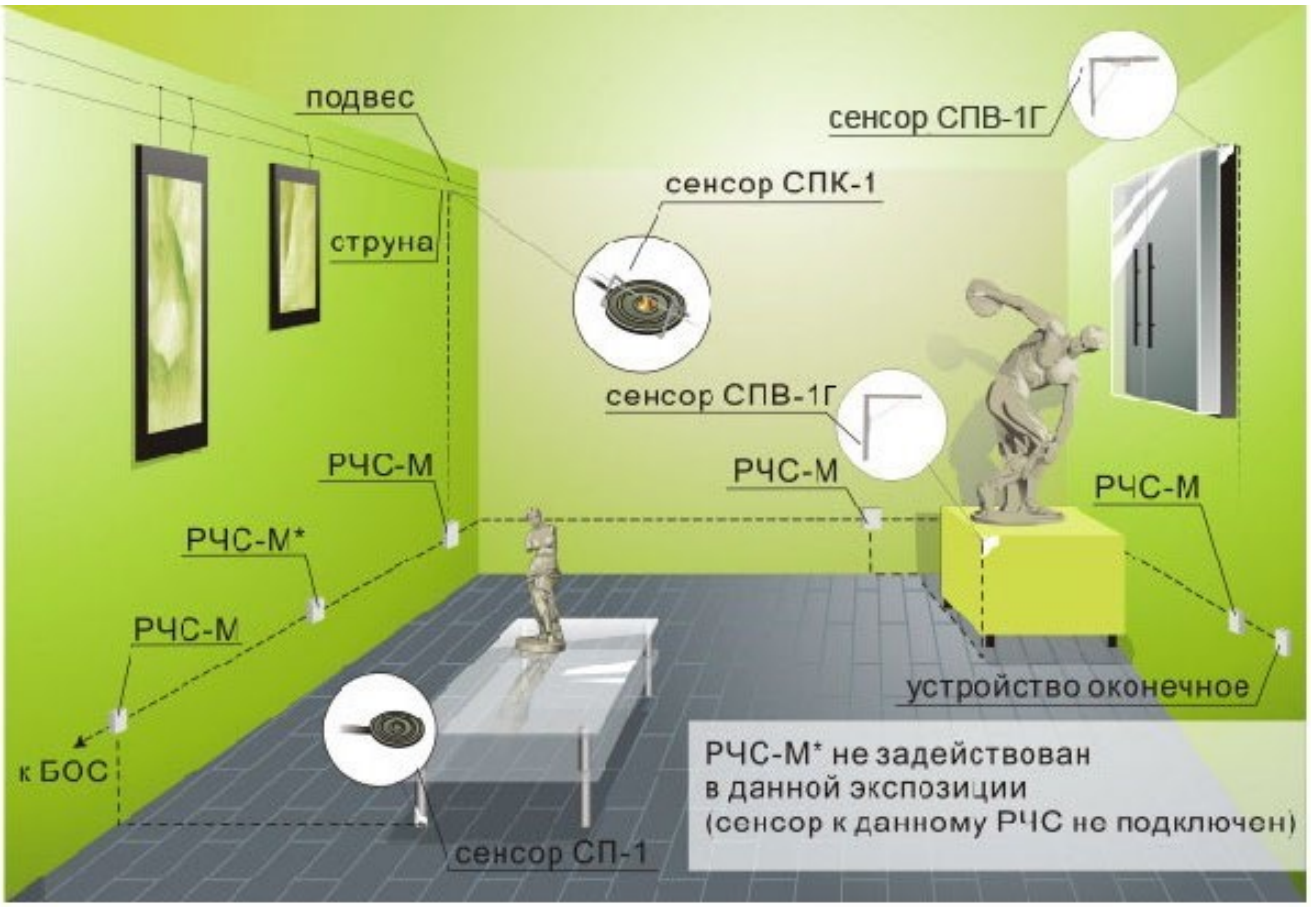

Рисунок 2.8
2.2.5.3 Оборудование группы витрин производится аналогично оборудованию группы отдельных предметов (рисунок 2.8).
2.2.7.1 Для совместного оборудования охранной сигнализацией предметов, картин, витрин, а также окон и дверей и т.д. могут использоваться одновременно сенсоры разных типов, с применением РЧС-М для индивидуальной регулировки чувствительности установленных сенсоров (рисунок 2.8).